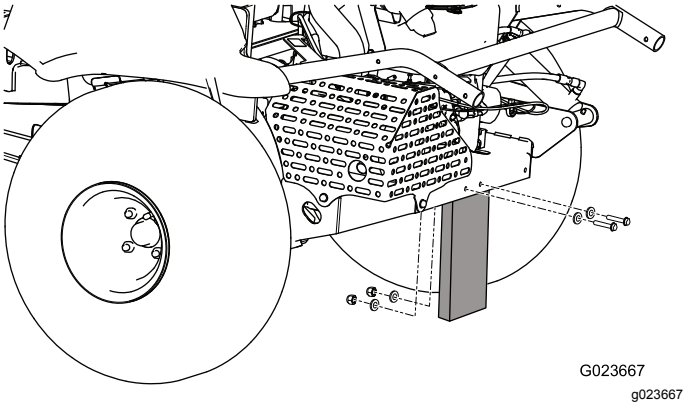

Figur 3
2. Fjern mutrene, boltene og skivene som fester transportbordet på baksiden til maskinen (Figur 3).